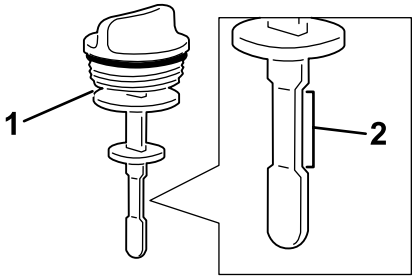

Bild 103
4. Nehmen Sie den Peilstab aus dem Füllstutzen und prüfen Sie den Ölstand (Bild 103).